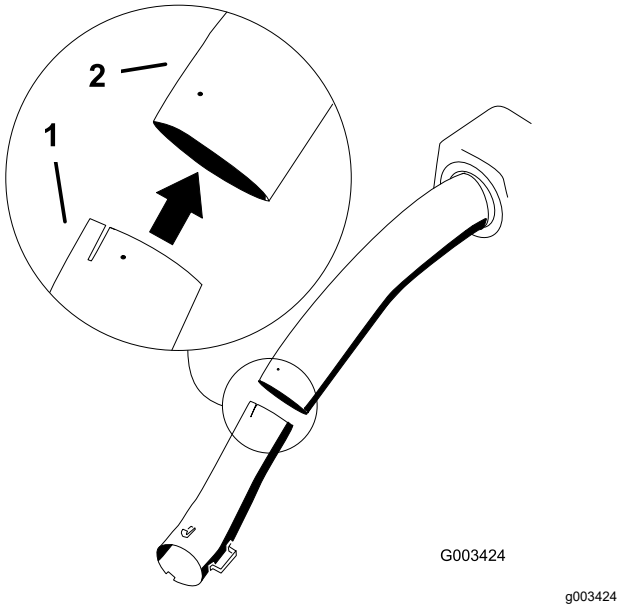

Figur 26
8. Monter det nederste rør på det øverste rør (Figur 26).